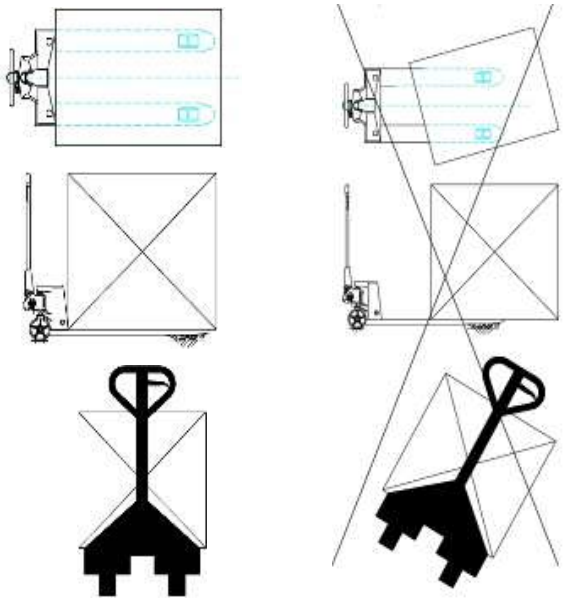

Рис.9
- Правильный способ погрузки показан на (Рис.9)
- Центр силы тяжести груза должен быть размещен между двух вилок. Неравномерная нагрузка вызовет опрокидывание тележки после разгрузки груза. (См. Рис.9).